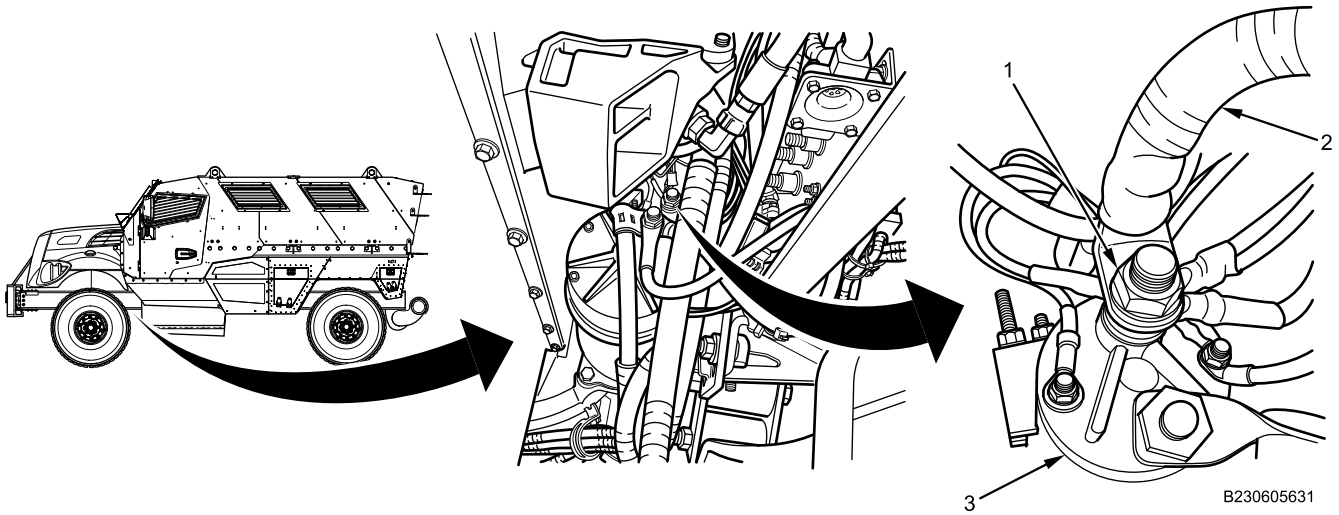

Figure 1. Solenoid Wiring.
1. Remove nut (Figure 1, Item 1), lockwasher, and feed cable (Figure 1, Item 2) from starter solenoid (Figure 1, Item 3). Discard lockwasher.